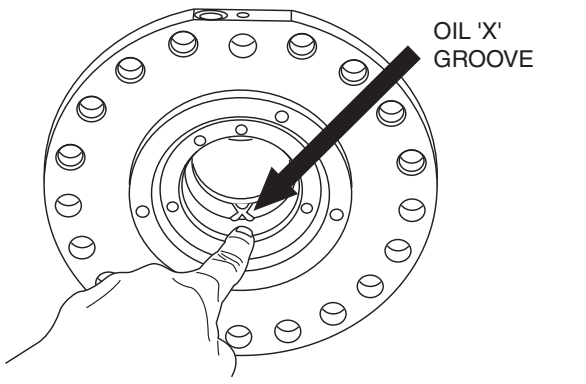

Fig. 8 - Bush / Seal Installation
1. Install brass bushing into bore of Hub carrier (50). Ensure oil groove on the bush is at the bottom of the assembly location i.e. at the opposite end from the flat face which is on the outer diameter of the hub carrier (50). Refer to Fig. 8.